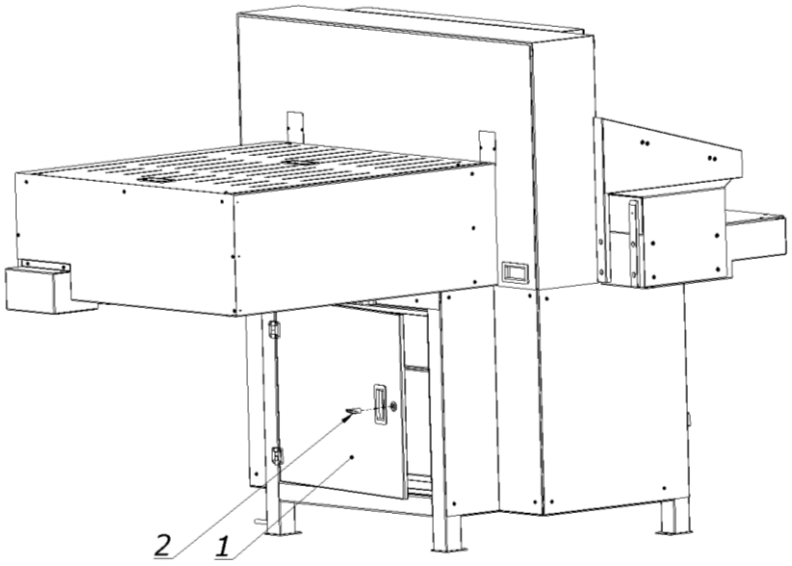

Figure 13. Location of electrical equipment.
1. Door of the electrical equipment box (Fig. 13)
2. Key to the electrical equipment box (Fig. 13)